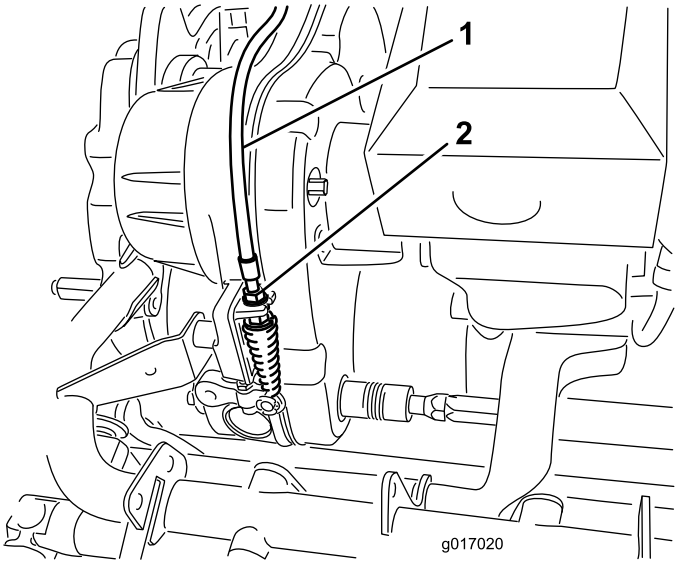

Figur 51
2. Juster kontrolkablet (Figur 51) til knivcylinderen ved transmissionens kantplade for at opnå en fjederlængde på 70,6-72,4 mm.
3. Løsn kontrolkablet til knivcylinderen ved kontrolhåndtagets kantplade, indtil der er slæk i kablet (Figur 51).